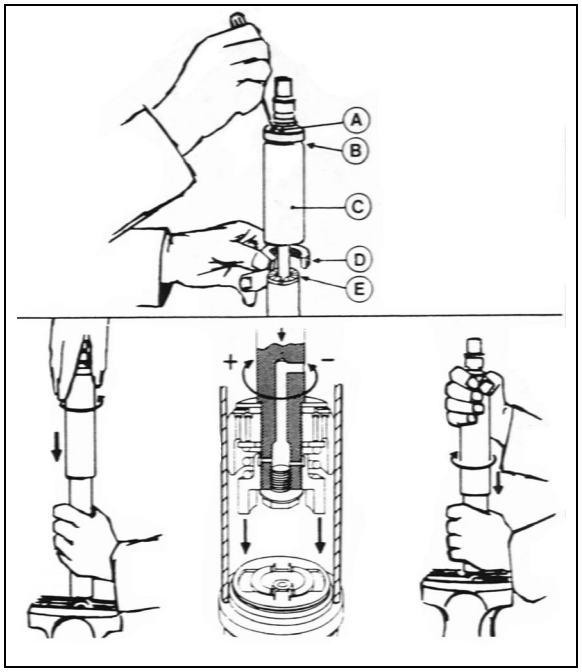

FIGURE 17: DAMPER
To adjust opening and closing cycle speed on damper (Figure 17):
2. Fully close the damper while turning the dust cap or piston rod slowly CCW until it is felt that the cams of the adjusting nut engage in the recesses of the foot valve assembly (Figure 17).
In Figure 17*, if there is an indentation (B) in the dust cap (C) and the cover shows two holes (A), the damper is fitted with a bump rubber (D). If so, fully extend the damper and insert a round bar or screwdriver through the holes. Push the bump rubber down and remove. Remove the split plastic collar (E) (if fitted) from the piston rod.*
*Where a bump rubber was installed, refit same inside the dust cap and by fully closing the damper, the rubber will seat again at top of the dust cap. Refit the split plastic collar E (*Figure 17*)*
3. Remove the Allen button head screw and the washer retaining the ball and socket rod to the upper hinge. See Figure 17.
3. Remove the Allen button head screw and the washer retaining the rod end with bearing to upper hinge. See Figure 17.